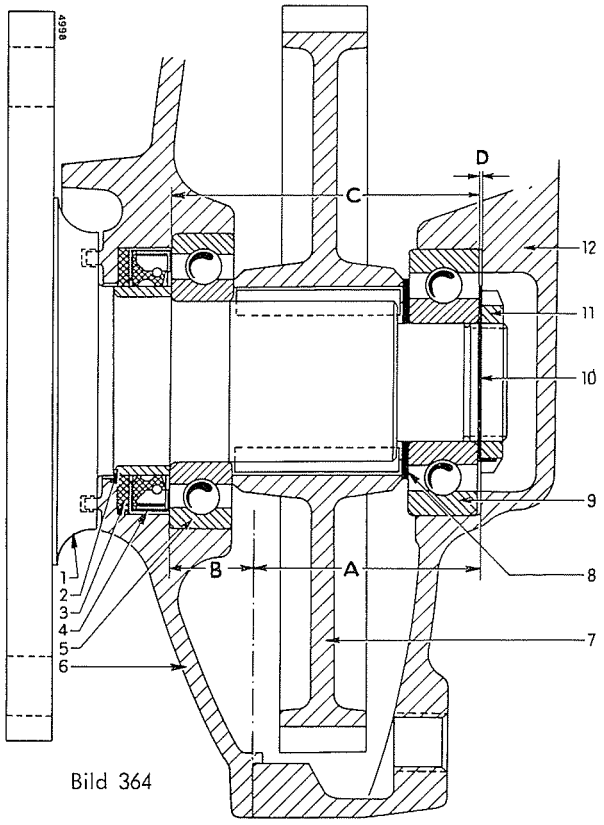

Bild 364
Das Endspiel der Hinterachswellen wird mit Ausgleichringen eingestellt (8), Bild 364. Es gibt 6 reguläre Ausgleichringe mit einer Dicke von 4.50 mm bis 5.51 mm = .177 — .217". Jeder Ring ist um ca. 0.2 mm = .008" dicker als der vorhergehende.
Um die Dicke des erforderlichen Ausgleichringes zu ermitteln, sind die folgenden drei Messungen notwendig, siehe Bild 364 A, B und C.